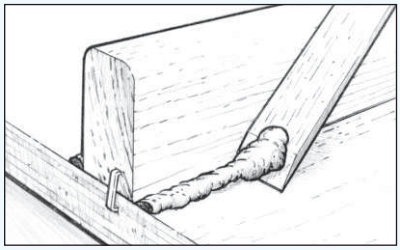

Figur 12 Avlägsna eller stryk ut överbliven epoxi som tränger ut ur fogen
4. Avlägsna omgående det lim som kläms ur fogarna. En WEST SYSTEM 804 Rörpinne är lämplig för detta ändamål *(Figur 12)*. Låt härda helt innan du avlägsnar tvingarna.